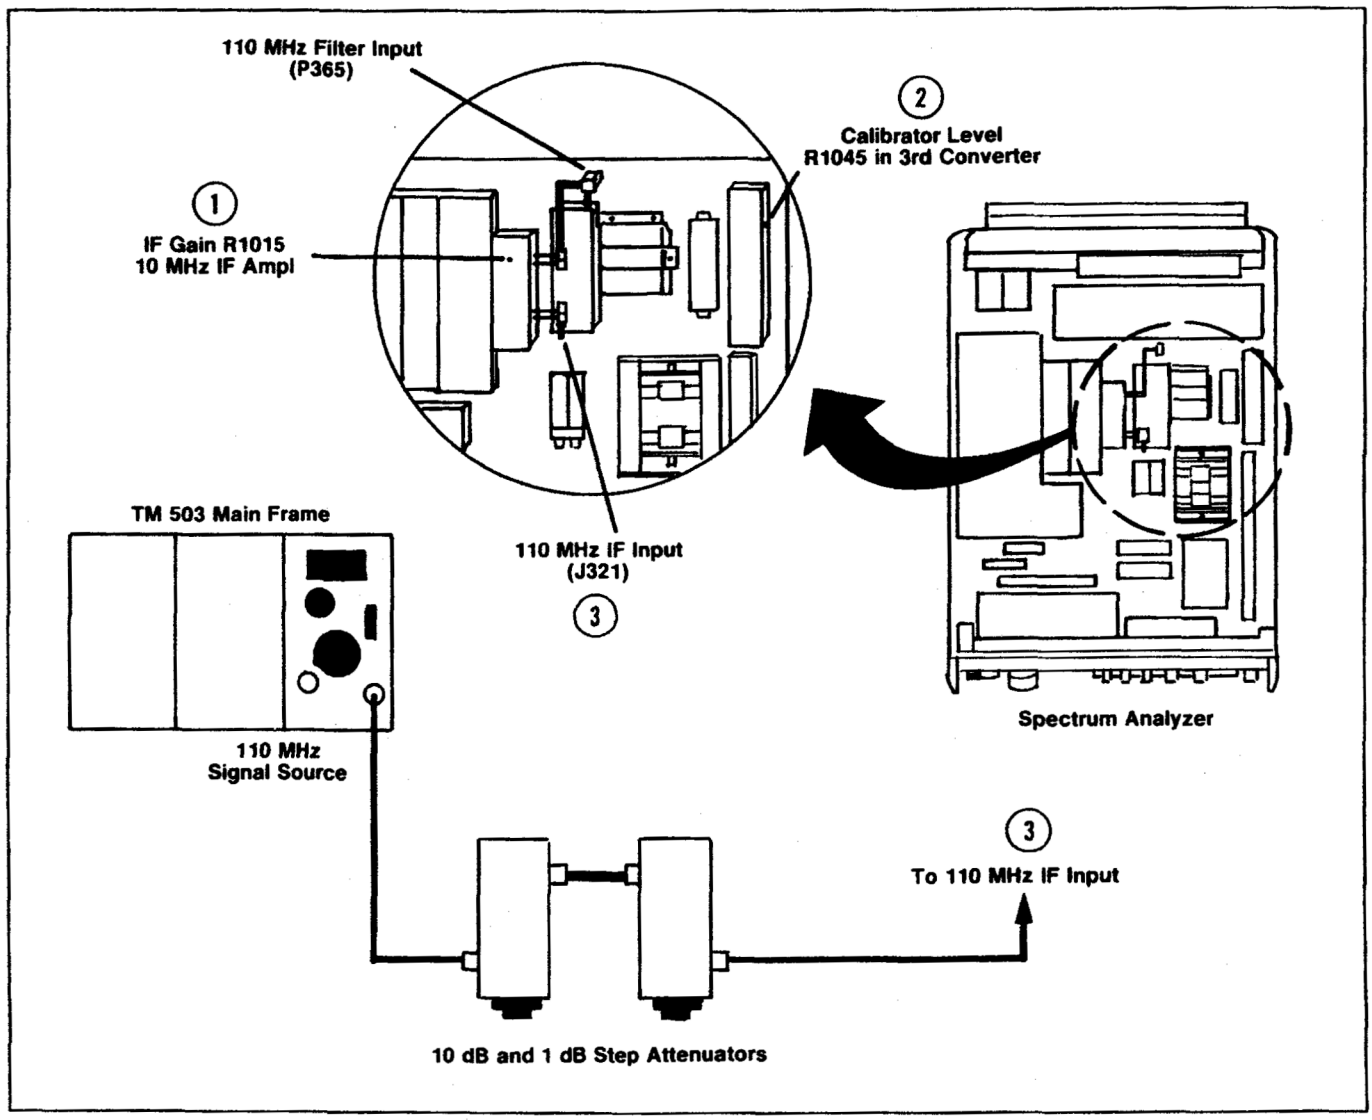

Figure 5-20. IF gain test setup, and adjustment and connector locations.
f. Adjust Cal Level R1041, in the 3rd converter (#2 in Figure 5-20) for no displacement between the CAL OUT signal and the reference (VIEW B and SAVE A displays).
a. Test equipment setup is shown in Figure 5-20. Set the RESOLUTION BANDWIDTH to 1 MHz, REF LEVEL to −20 dBm, and VERT DISPLAY to 2 dB/DIV. Apply a −25 dBm, 110 MHz signal, through step attenuators, to the input (J365) of the 110 MHz filter.
d. Set the step attenuators for 21 dB attenuation and apply the 110 MHz signal to the input (J321) of the 110 MHz IF amplifier (Figure 5-20).